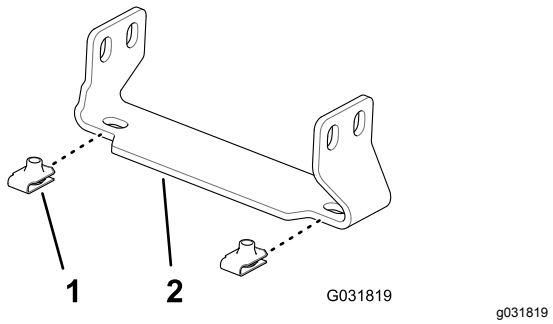

Figur 235
1. Monter de 4 klemmemøtrikker, du fjernede i trin 6 i 10 Afmontering af midtersektionens dæksel (11 dyser) på det valgfri bomafdækningssæt (side 22), på 2 af støttebeslagene i midtersektionens dæksel (Toro-delnr. 131-3703-03) som vist i (Figur 235).
2. Monter de 4 klemmemøtrikker (Toro-delnr. 94-2413) på de 2 andre støttebeslag på midtersektionens dæksel (Toro-delnr. 131-3703-03) som vist i (Figur 235).